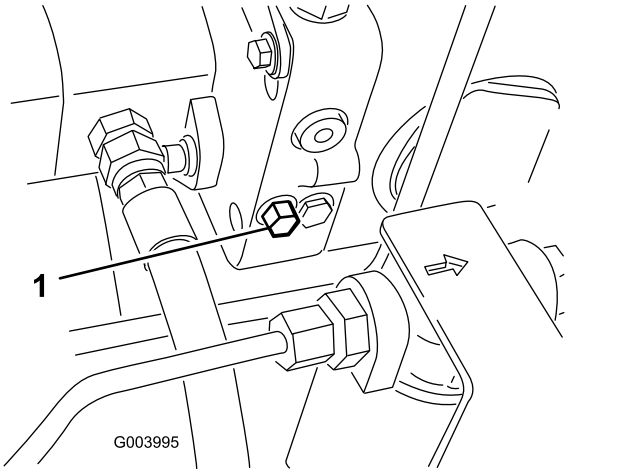

Figur 37
1. Vri omløpsbolten halvannen omdreining for å åpne den, og la oljen gå utenom internt (Figur 37).